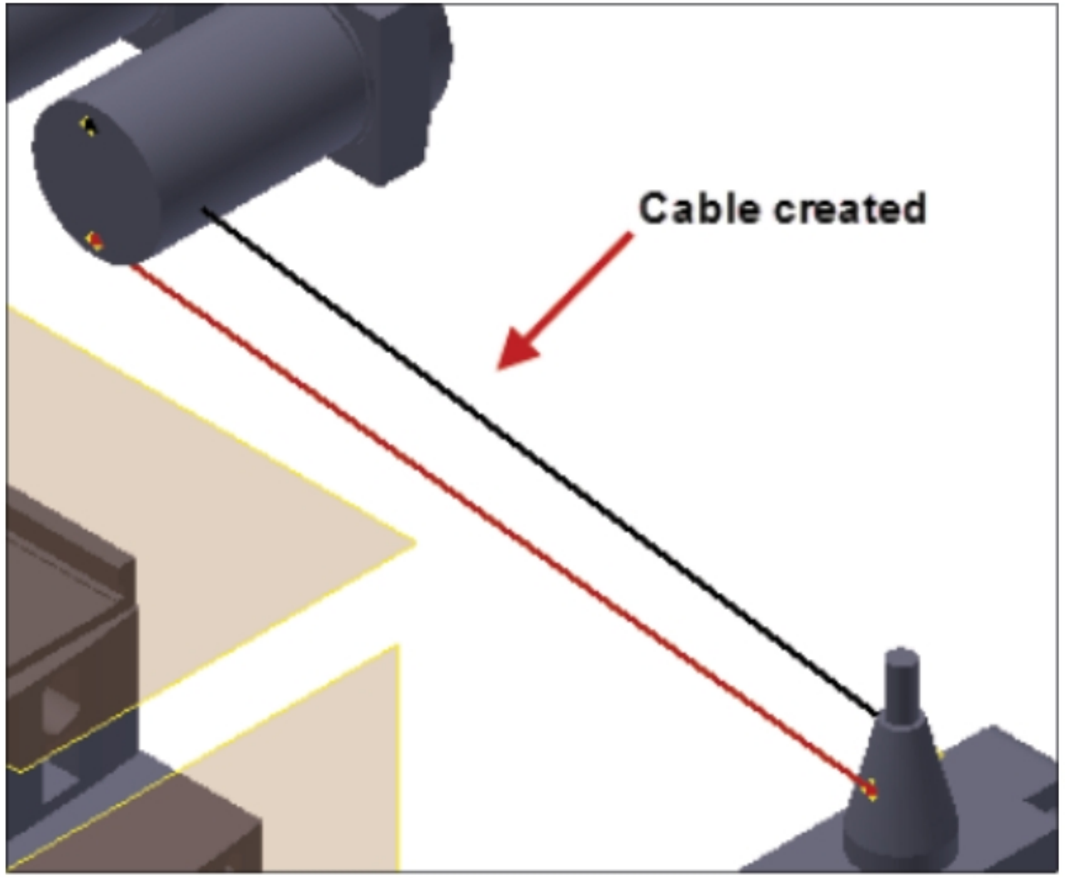

Figure-52. Cable created
- Similarly, select pins for second conductor and then click on the **OK** button. The cable will be created; refer to Figure-52.